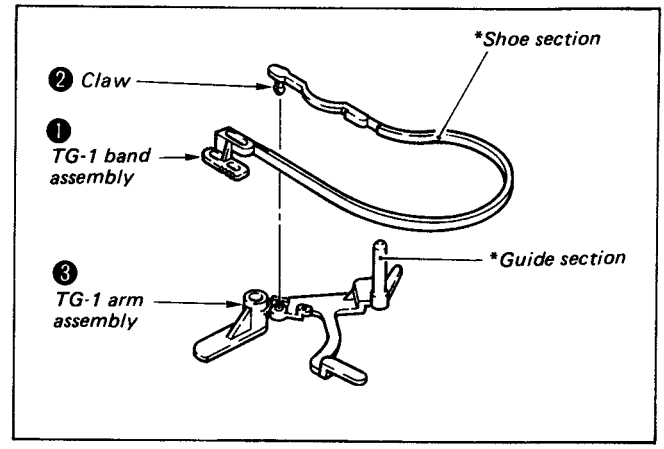

Fig. 2-19
Do not touch the shoe section marked with *, (see Fig. 2-19) and guide section marked with *.
2) Remove claw ❷ of TG-1 band assembly from TG-1 arm assembly ❸. (See Fig.2-19)